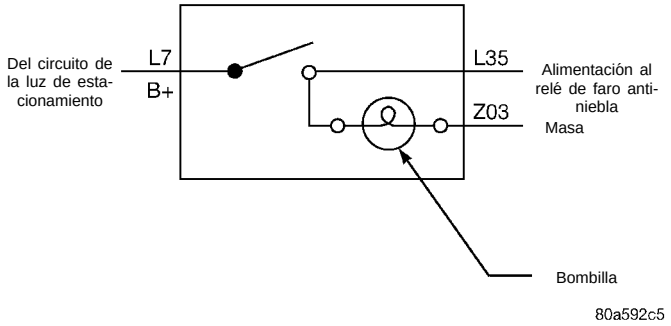

Fig. 5 Diagrama de circuito del conmutador de faro antiniebla delantero
(2) Con dos cables de puente conecte la espiga L7 al voltaje de batería, y conecte la espiga Z03 a masa (Fig. 5).
(3) Presione el botón del conmutador de faro antiniebla. Deberá iluminarse el indicador LED situado en la parte delantera del conmutador. Verifique con una luz de prueba si hay voltaje de batería en la espiga L35.
(4) Si el LED o la luz de prueba no se iluminan, reemplace el conmutador.